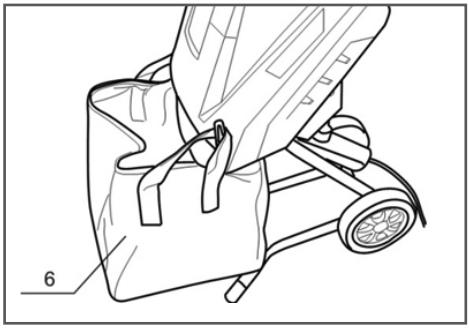

Рис. 4. Установка сумки для продуктов измельчения
5. Установите измельчитель на ровной твердой поверхности. Возьмите сумку 6 для продуктов измельчения и наденьте ее на измельчитель, как показано на Рис. 4